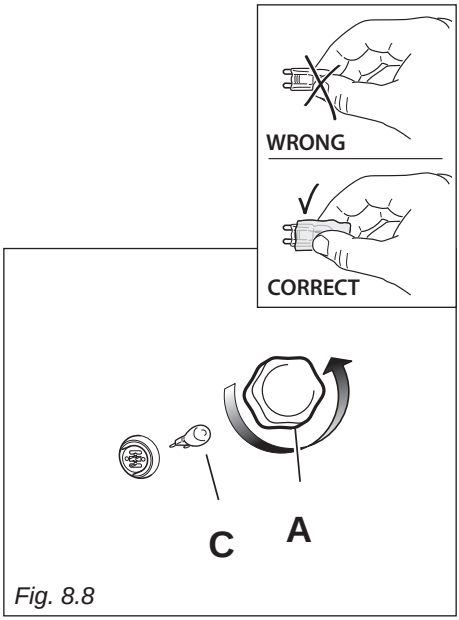

Fig. 8.8
- Remove the protective cover "**A**" (fig. 8.8).